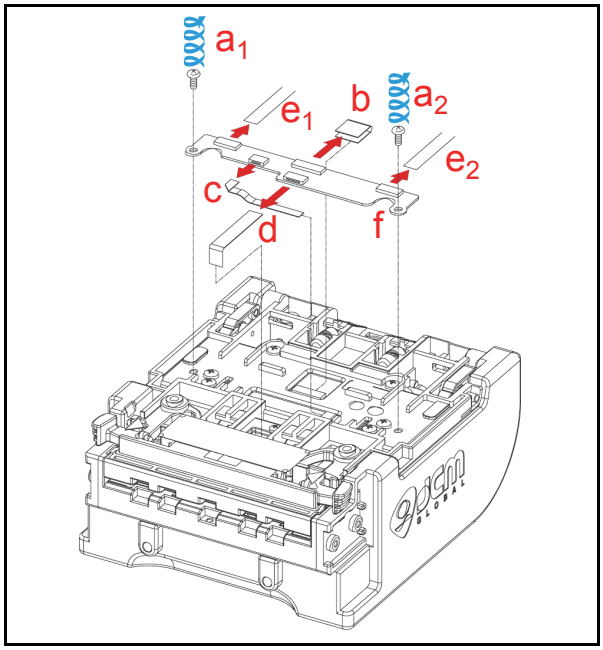

Figure 4-25 Sensor Transfer Board Assembly, CIS FFC, Transmissive Light & Upper UV FPC Cable Removal
3. Remove the two (2) mounting Screws (See Figure 4-25 a_1 & a_2) retaining the Sensor Transfer Board Assembly to the Transport.
4. Remove the CIS FFC (See Figure 4-25 b), the Transmissive Light FFC (See Figure 4-25 c), and the Upper UV FPC (See Figure 4-25 d) from the Validation Head.
5. Unplug the two (2) Flat Ribbon Cables (See Figure 4-25 e_1 & e_2) and then remove the Sensor Transfer Board Assembly (See Figure 4-25 f) off of the Validation Head; then